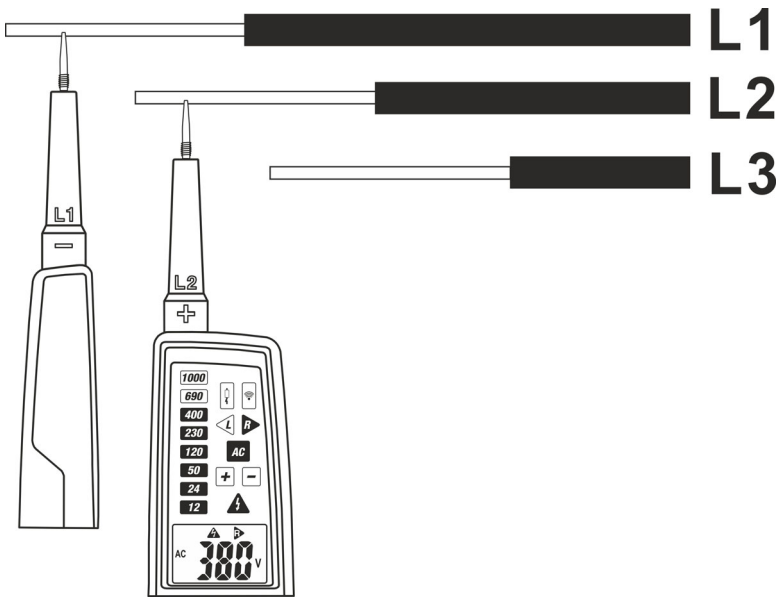

Fig. 8: Sentido cíclico das fases
2. Ligar as ponteiras **L1** à fase L1 e a ponteira **L2** à fase L2 do sistema trifásico em teste (ver Fig. 8). A medição é efetuada **apenas com contacto das ponteiras na parte metálica dos condutores**